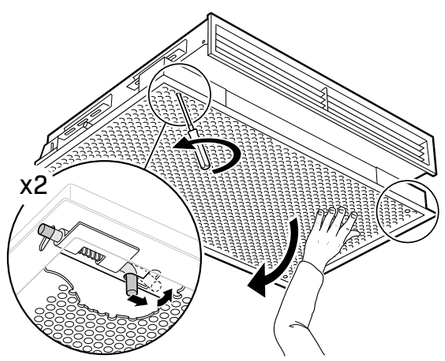

FIGURE 12
2) Unfasten the screws on the corners of the beam and the front plate and disconnect the flexible hose from the water connection. (See **FIGURE 12**)